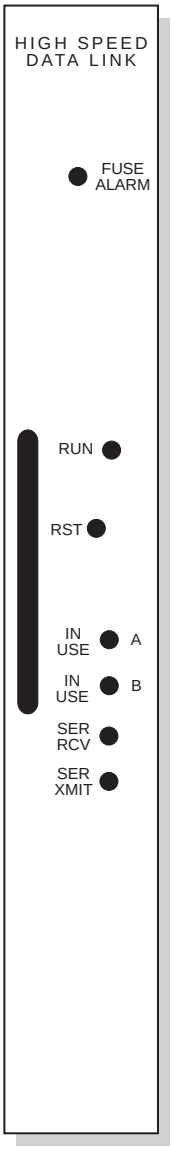

***Figure 5-44. High-Speed Data Link Front Panel***
***Front Panel Controls and Indicators.*** The front panel is illustrated in **Figure 5-44**. **Table 5-33** defines the control and indicator functions.